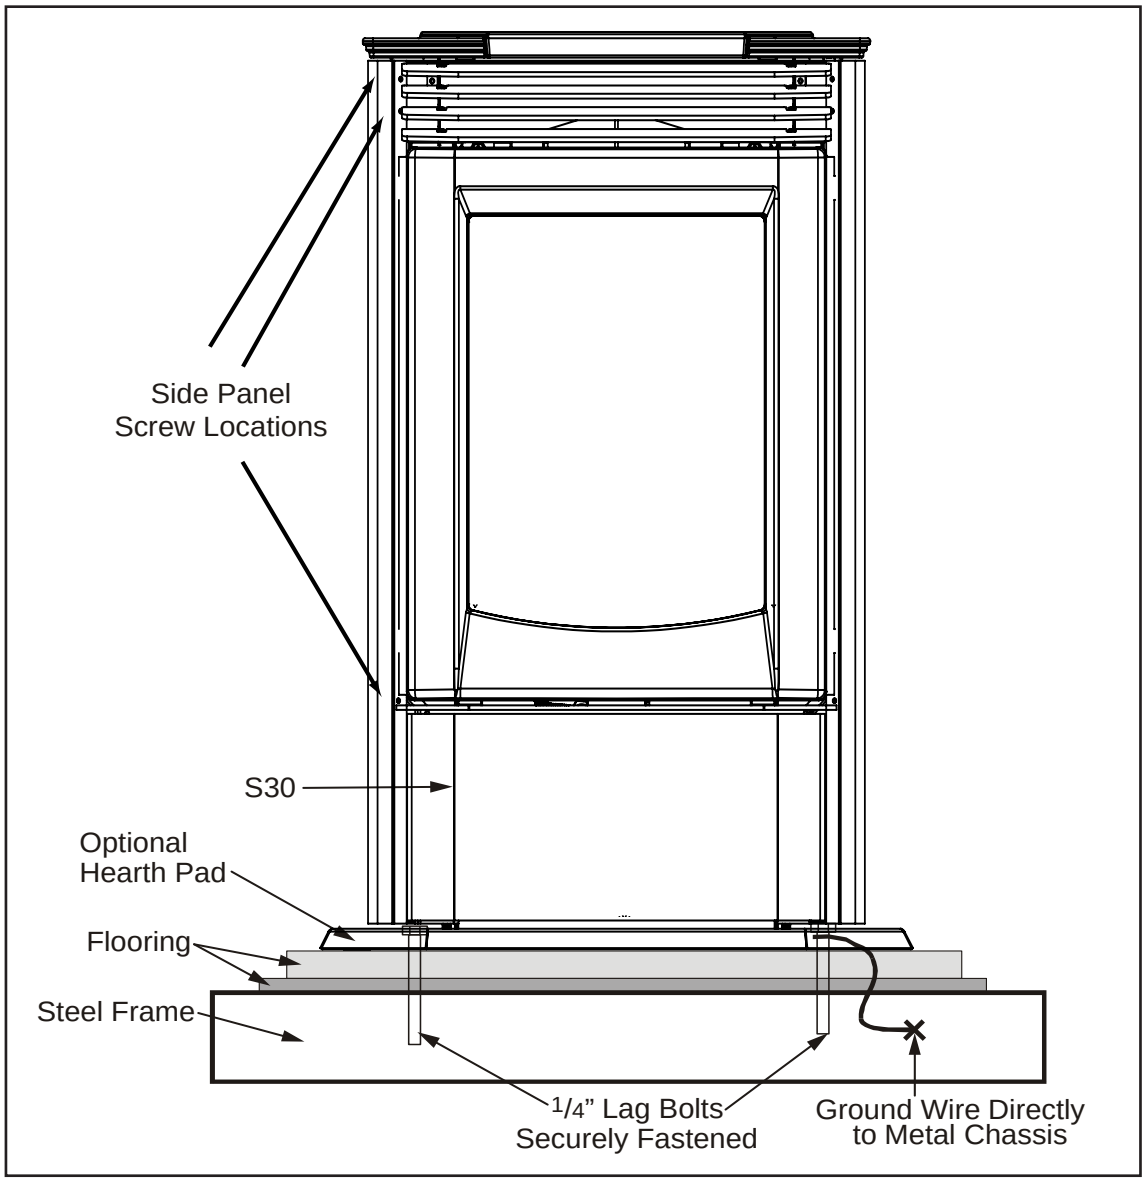

Figure 30: Correct Mobile Home Installation
- Using a T20 screwdriver remove the three front screws and three rear screws on each cabinet side panel. Remove the cabinet side panels (see Figure 30)
- SSecure the S30 to the floor using the two holes (one per side) in the pedestal and hearth pad (if used) (see Figure 30).